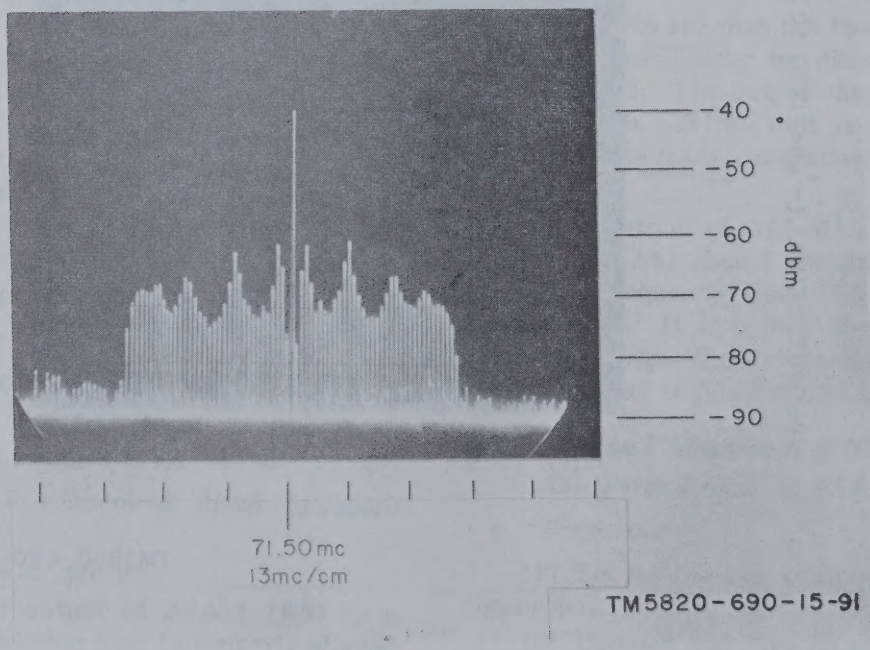

Figure 8-11. Harmonic mixer output.
a. Set up the equipment as shown in figure 8-11.